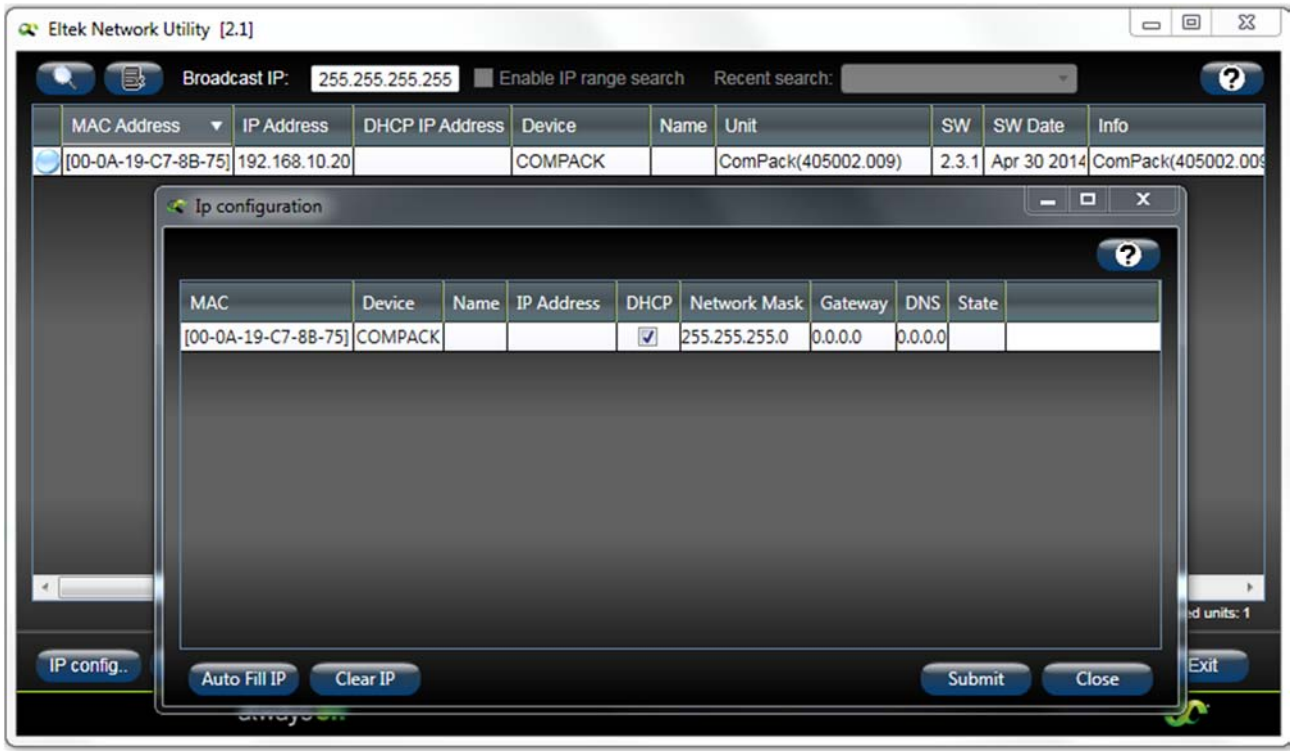

Figure 1. Eltek Network Utility Search Screen
1.1.2 Run the Eltek Network Utility on the Desktop (Download this from Eltek if you do not have a copy) and click on the search key located on the top left hand corner of the application. See Figure 1. Eltek Network Utility Search Screen below.
1.1.3 Highlight the Controller and click on IP config button located on the bottom left hand corner then click the DHCP box as shown in Figure 1. Eltek Network Utility Search Screen then